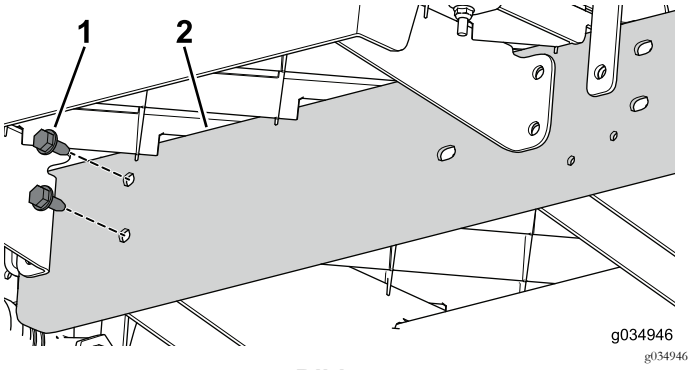

Bild 74
6. Befestigen Sie die Verlängerungsschiene mit den zwei Schrauben (5/16" x ¾") lose am mittleren Kanal am vorderen Abschnitt der Maschine (Bild 74).